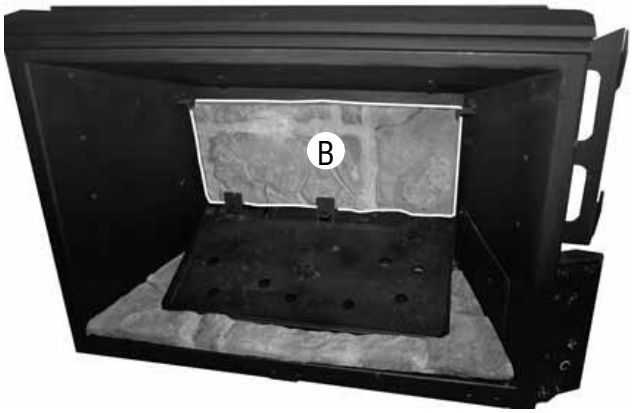

Figure 4
Step 2. Next place the rear panel (B). It will set on the bracket mounted to the blower mounting plate on the back of the firebox, with the rounded edge facing up. See ***Figure 4***.